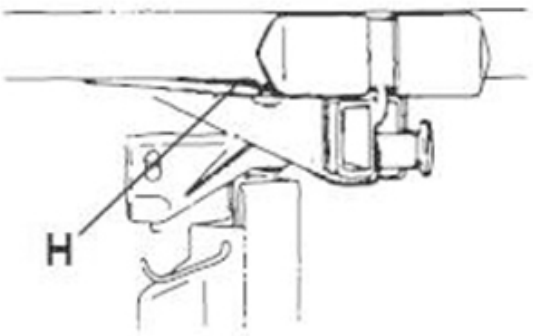

FIG. 7
- Inserte las barras telescópicas horizontales en el soporte principal previamente instalado (Fig.7). Obsérvese que las barras telescópicas horizontales son intercambiables.